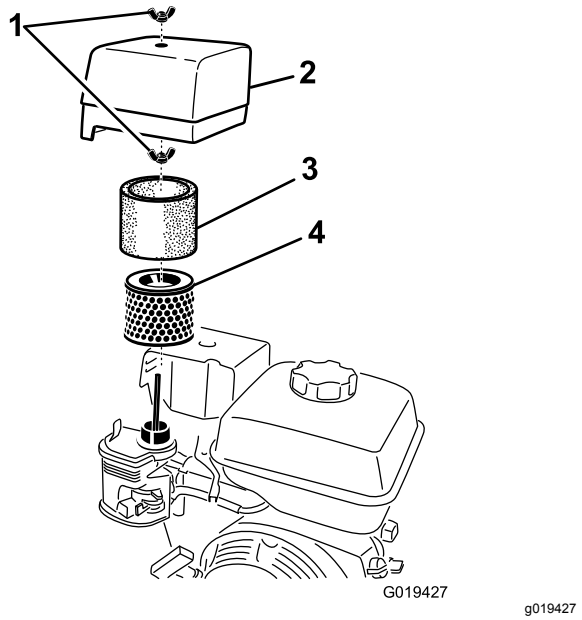

Рисунок 13
3. Удалите гайку крепления крышки (Рисунок 13).
6. Снимите элементы из пеноматериала и бумаги с основания (Рисунок 13).
7. Снимите элемент из пеноматериала с бумажного элемента (Рисунок 13).